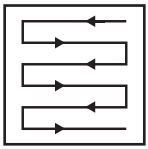

**Fig. 18**
5. Tondre en suivant des rangées qui se chevauchent légèrement. Le modèle le plus efficace pour tondre les pelouses est la ligne droite parallèle à l'une des bordures. Cela permet de tondre la pelouse en rangées régulières et garantit qu'aucun endroit de la pelouse n'a été oublié (Fig. 18).